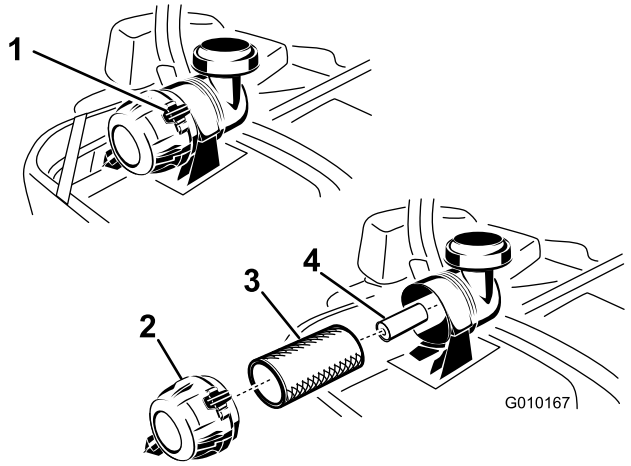

Figur 48
3. Skyv ned for å åpne låsene på luftrenserdekslet og trekk luftrenserdekslet av luftrenserkroppen (Figur 48).
5. Skyv hovedfilteret forsiktig ut av luftrenserkroppen (Figur 48). Pass på at filteret ikke slår bort i luftrenserkroppen.
1. Rengjør ikke papirfilteret, erstatt det (Figur 48).
2. Hvis du skifter ut hjelpefilteret, skyv det forsiktig inn i filterkroppen (Figur 48).
3. Skyv hovedfilteret forsiktig inn over hjelpefilteret (Figur 48). Påse at det sitter godt ved å trykke på den ytre kanten av filteret mens du installerer det.
4. Sett luftrenserdekslet med ventilatorlokket ned og vri det slik at låsene låser dekslet på plass (Figur 48).